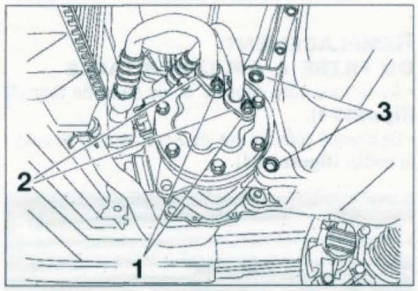

FIGURE 10-13
• Déposer les écrous (1) et écarter les brides (2) **(figure 10-13)**.
• Déposer les fixations (3) **(figure 10-13)** (2 fixations non visibles sont situées côté courroie d'accessoires).